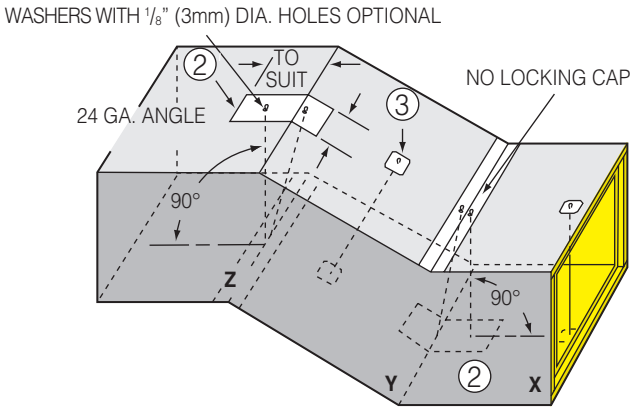

Fig. 5-21B. Offset reinforcement with tie rods through throat.
If dimension X-Y is greater than the maximum longitudinal reinforcement spacing, install additional tie rods per ②, Fig. 5-21B.
If dimension Y-Z is greater than the maximum longitudinal reinforcement spacing, install additional tie rods per ③, Fig. 5-21B and Table 5-1 to maintain required spacing.